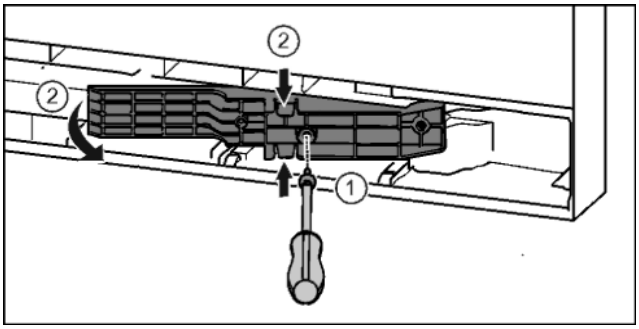

*Fig. 21 **
▶ Отпустить винты отверткой T15. *Fig. 21 (1)**
▶ Извлечь деталь адаптера. *Fig. 21 (2)**